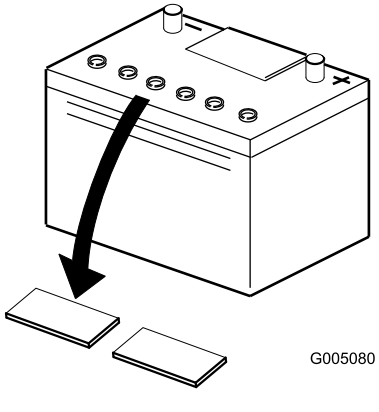

**Rysunek 5**
2. Oczyść górną powierzchnię akumulatora i wyjmij korki odpowietrzające (Rysunek 5).